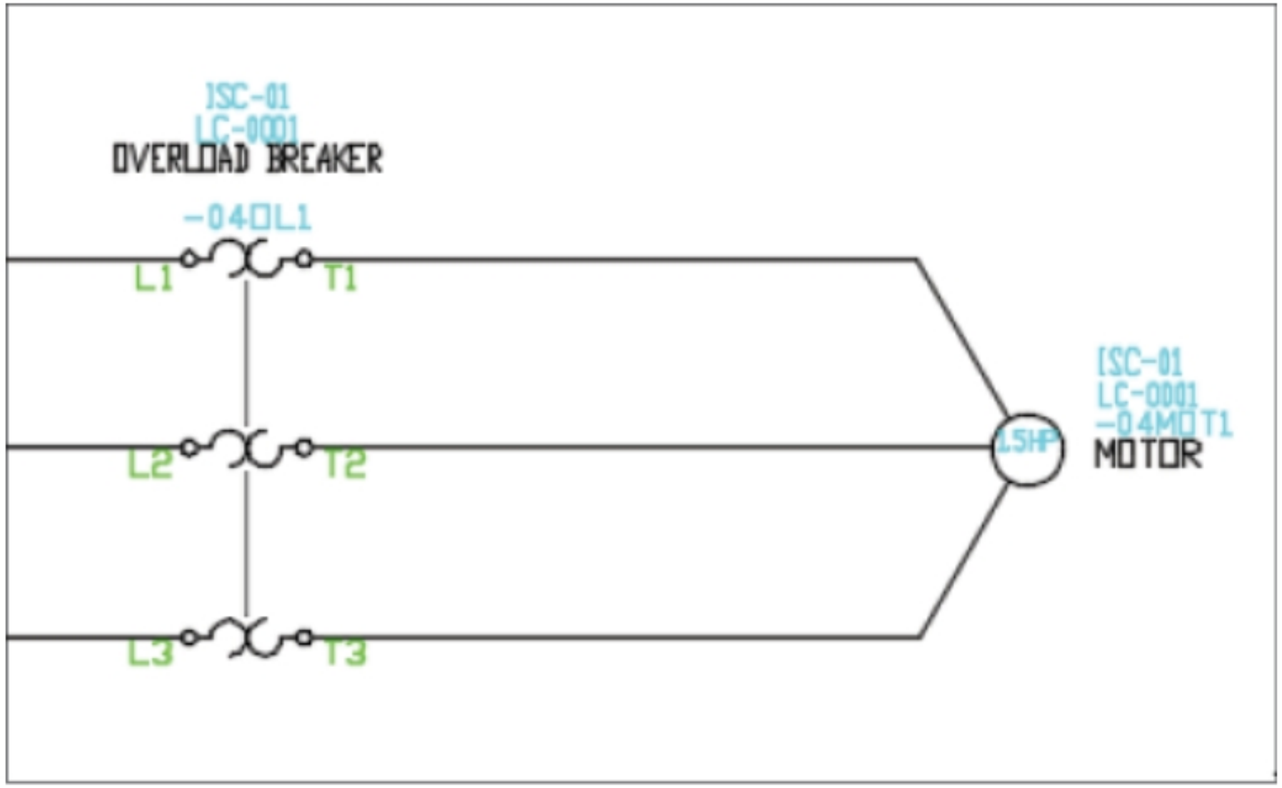

Figure-21. Overload Breaker
- Click on the **OK** button from the dialog box. If the **Assign Symbol To Catalog Number** dialog box is displayed then click on the **Map symbol to catalog number** button. The breaker will be placed in the circuit; refer to Figure-21.